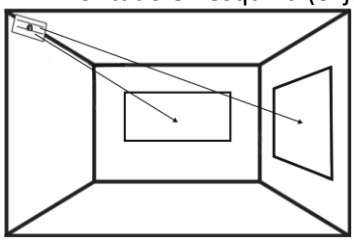

Fig. 3
Para un rendimiento óptimo, el detector inalámbrico debe montarse casi en el lado opuesto al área de cristal a ser protegido, como se muestra en la Fig. 3.
- Montado en esquina (elija la esquina opuesta al cristal a proteger el área, vea Fig. 3).